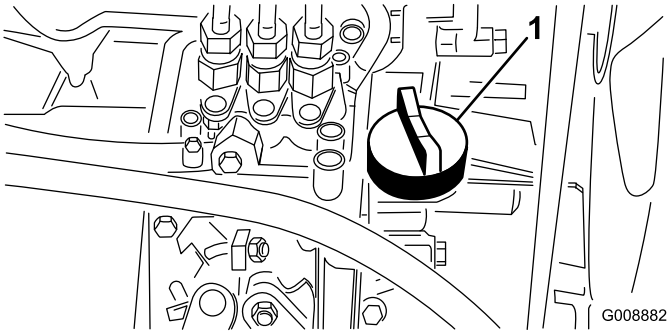

Figur 25
4. Om oljenivån är låg tar du bort påfyllningslocket (Figur 25) och tillsätter gradvis små mängder olja samtidigt som du kontrollerar nivån, tills nivån når märket FULL på oljestickan.